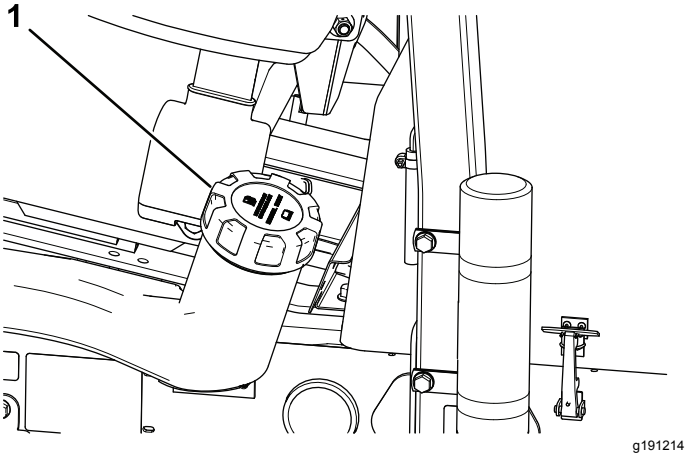

Rysunek 38
1. Oczyść obszar wokół korka zbiornika paliwa (Rysunek 38).